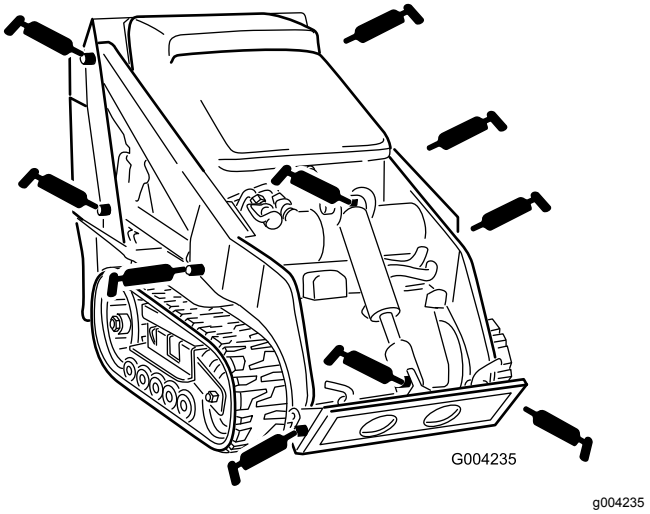
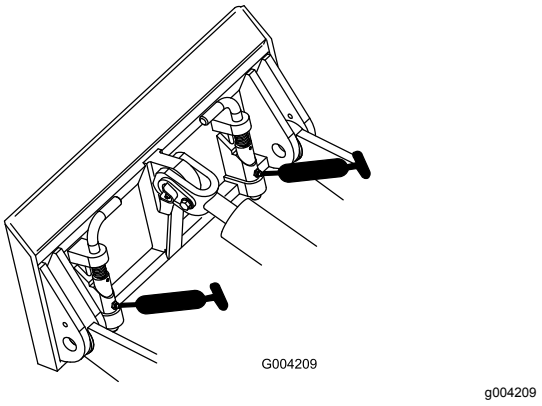

**Figur 28**
**Figur 29**
4. Sätt en fettspruta på varje nippel (Figur 28 och Figur 29).